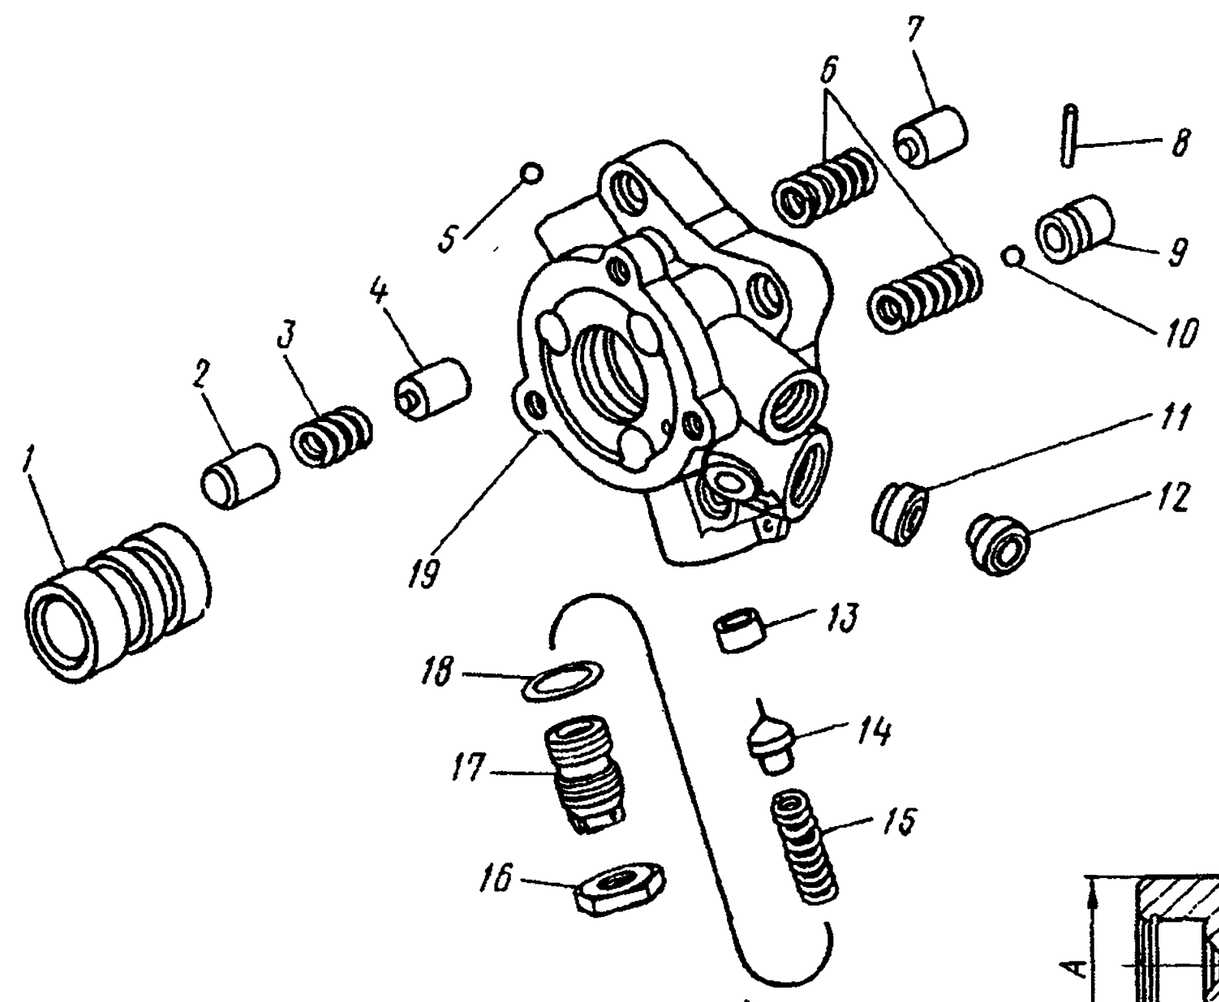

Рис. 259. Клапан управления гидроусилителем руля:
25. Выньте из корпуса *19* (рис. 259) клапана управления реактивные плунжеры *2, 4, 7*, обратный клапан *9*, реактивные пружины *3, 6*	—
29. В корпус обратного клапана *9* (см. рис. 259) вложите шарик *10* и установите шплинт *8*.	Отвертка
65. Отрегулируйте предохранительный клапан рулевого механизма вращением регулировочного винта *17* (см. рис. 259).	Отвертка